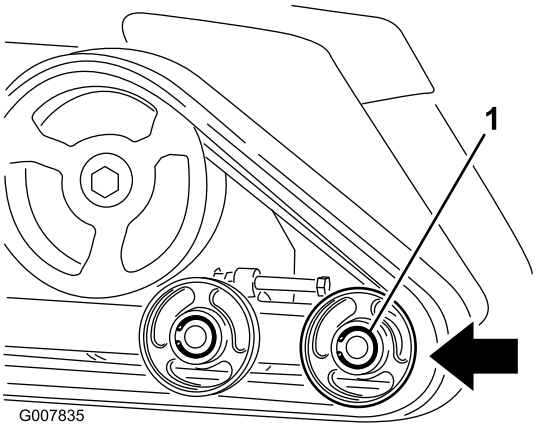

Bild 49
6. Drücken Sie das vordere Straßenrad so weit es geht nach hinten (Bild 49).
8. Wenn Sie die Kette vom Straßenrad entfernt haben, nehmen Sie sie von der Maschine ab (Bild 49).
9. Legen Sie die neue Kette, beginnend am Antriebsrad, um das Rad und stellen Sie sicher, dass die Stollen an der Kette zwischen die Distanzstücke auf dem Rad passen (Bild 49).
10. Drücken Sie die Kette unter und zwischen das hintere und mittlere Straßenrad (Bild 49).